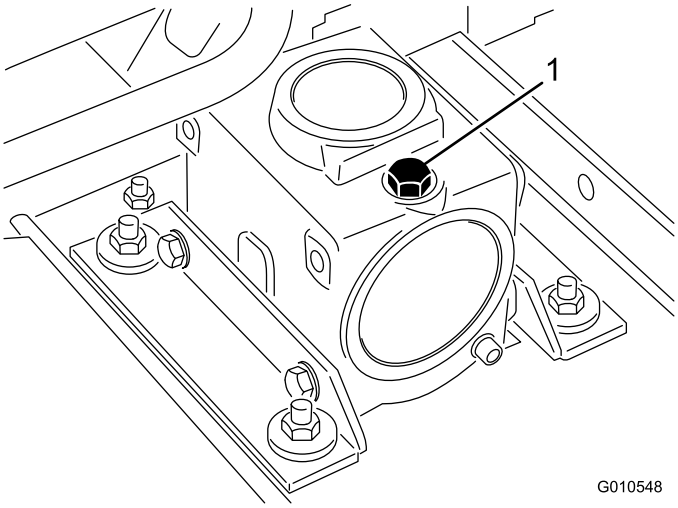

Figur 16
2. Parker maskinen og klippeenheden på et plant underlag, og sænk klippeenheden. Fjern målepinden/påfyldningsproppen, der sidder oven på gearkassen (Figur 16), og kontroller, at oliestanden står mellem mærkerne på målepinden. Hvis oliestanden er lav, skal der tilsættes SAE 80-90 gearolie, indtil niveauet er mellem mærkerne. Alternativt kan syntetisk SAE 80-90 gearolie bruges.